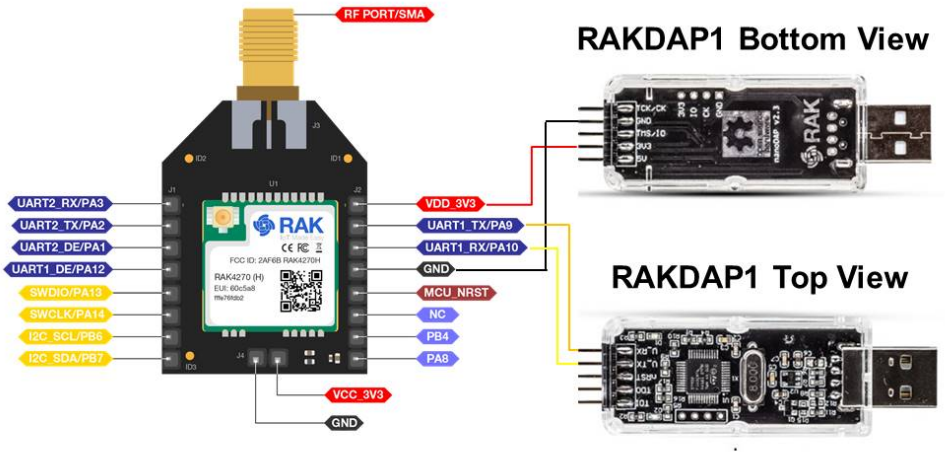

Figure 1: RAK4270 Breakout Board Connected to RAKDAP1 USB-UART Interface
- Connect your RAK4270 Breakout Board to the USB-UART interface as shown in Figures 1 and 2.
To set up the RAK4270 Breakout Board to join the TTN using OTAA, start by connecting the RAK4270 Breakout Board to the Computer (see Figure 1) and open the RAK Serial Port Tool. Wait for the communication to start. It is